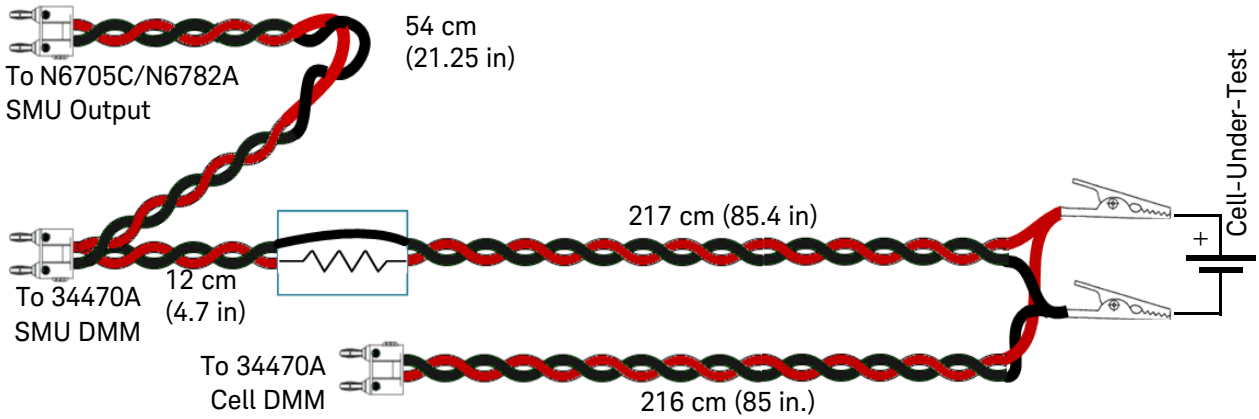

Figure 5 DUT Wiring Harness
- **Cell-Under-Test Wiring Harness:** The cable ends are labeled as depicted in Figure 5 for convenience and quick set up. Banana plugs are included on the cable ends for the Cell DMM, SMU DMM, and SMU connections. The wiring harness allows approximately 2-meter separation between cell and instruments.
The BT2192A software generates a positive or negative resistance that adds to or subtracts from the fixed 4.7Ω physical resistor (internal to the test harness cable) to provide a net range of total series resistance from 0.1Ω to 10Ω. Figure 5 shows the internal 4.7Ω resistor between the SMU output and the positive terminal of the cell-under-test.